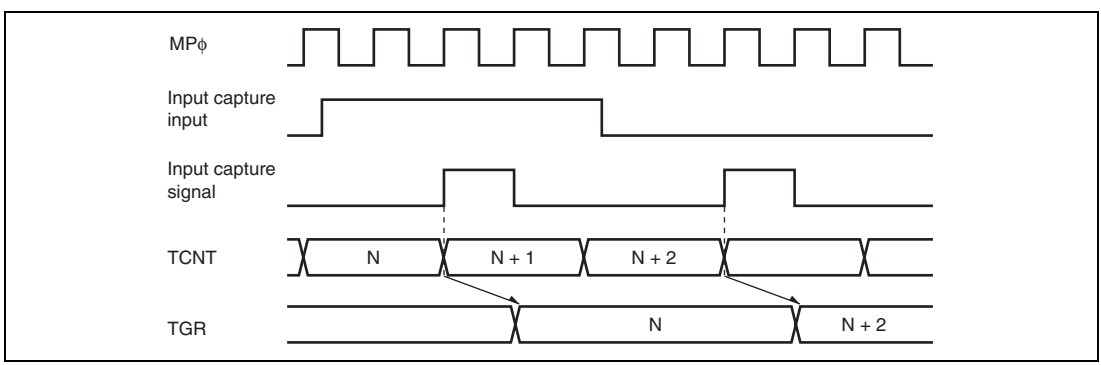

**Figure 10.99 Input Capture Input Signal Timing**
**Input Capture Signal Timing:** Figure 10.99 shows input capture signal timing.